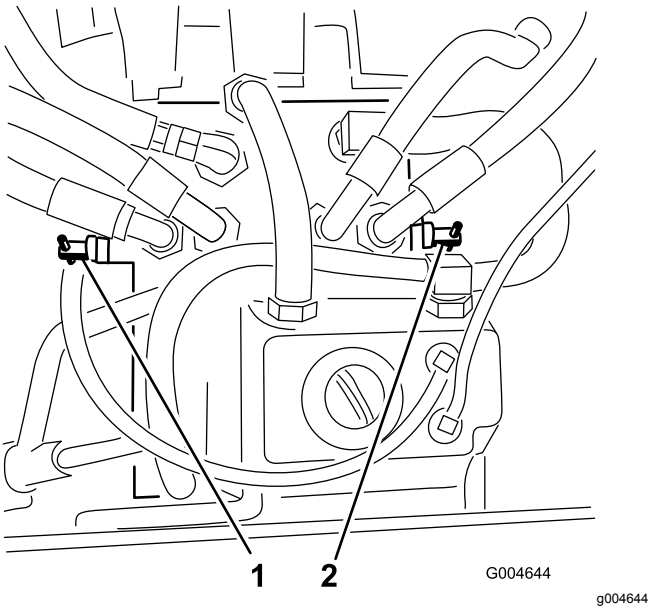

**Rysunek 26**
2. Znajdź zawory obejściowe (Rysunek 26) i obróć każdy zawór obejściowy o 1 obrót w lewo.
4. Zamknij zawory, obracając każdy z nich o 1 obrót w prawo (Rysunek 26).